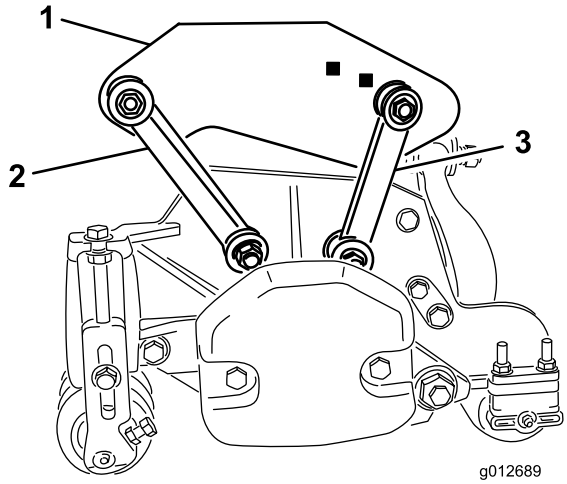

Figur 19
- Fest fremre monteringskoblinger til bærerammehullene med en bolt (3/8 x 2 1/4 tommer), to flate skiver og en låsemutter som vist i Figur 19. Plasser en skive på hver side av koblingen når du monterer. Stram til festene med et moment på 42 Nm.
- Fest monteringskoblingene til bakre bærerammehull med en bolt (3/8 x 2 1/4 tommer), to flate skiver og en låsemutter som vist på Figur 19. Plasser en skive på hver side av koblingen når du monterer. Stram til festene med et moment på 42 Nm.